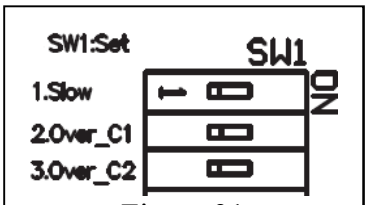

Figura 31
4.2.1.1. Ajuste de desaceleración (dip 1) Figura 31
4.2.1.2. Ajuste de sensibilidad (dip 2, 3) Figura 31